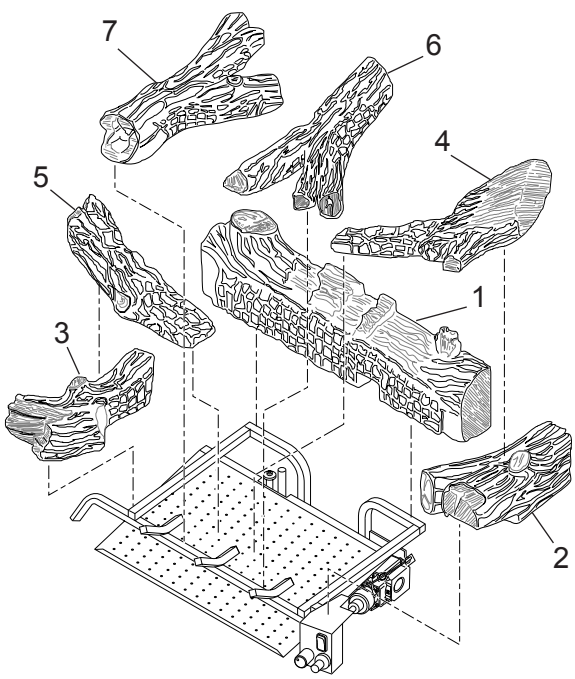

Figure 10 - VDY30D Log Placement
1. Install the rear log (#1) on the two locating pins. Visually check to verify the log is securely placed on the pins, and in contact with the grate. *See Figure 10.*
2. Install the right log (#2) on top of the control cover. Slide the log back until touching the rear log (#1). Visually check to verify the log is resting on the grate and control cover. *See Figure 10.*
3. Install the left log (#3) with its bottom groove resting on the right side of the grate bar. Slide the log back until touching the rear log (#1). Visually check to verify the log is resting on the grate. *See Figure 10.*
4. Install the top right log (#4) with the back resting on right log (#2) and the front resting on the burner. Pull the front of the log forward until it touches the front great finger. *See Figure 10.*
5. Install the top left log (#5) with the back resting on left right log (#3) and the front resting on the burner. Pull the front of the log forward until it touches the front grate finger. *See Figure 10.*
6. Install the top right center log (#6) with the two branches resting on the two left-hand side front grate finger and back of the log on the pad of the rear log (#1). *See Figure 10.*
7. Install the top left center log (#7) with the branch resting on the front grate finger and the two branches resting on the pads at the center of the rear log (#1). *See Figure 10.*